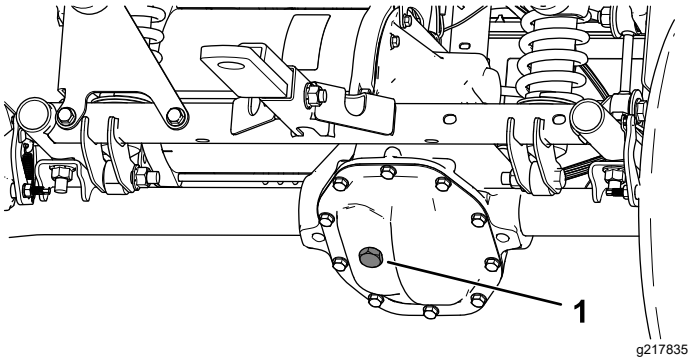

Figuur 47
4. Verwijder de vulplug op de transaxle (Figuur 47).
5. Als het vloeistofpeil te laag is, verwijder dan de vulplug en vul bij met de aanbevolen vloeistof tot deze uit de opening stroomt (Figuur 47).
4. Verwijder de vulplug op de transaxle en vul de transaxle met de aanbevolen vloeistof tot deze uit het gat loopt (Figuur 47).